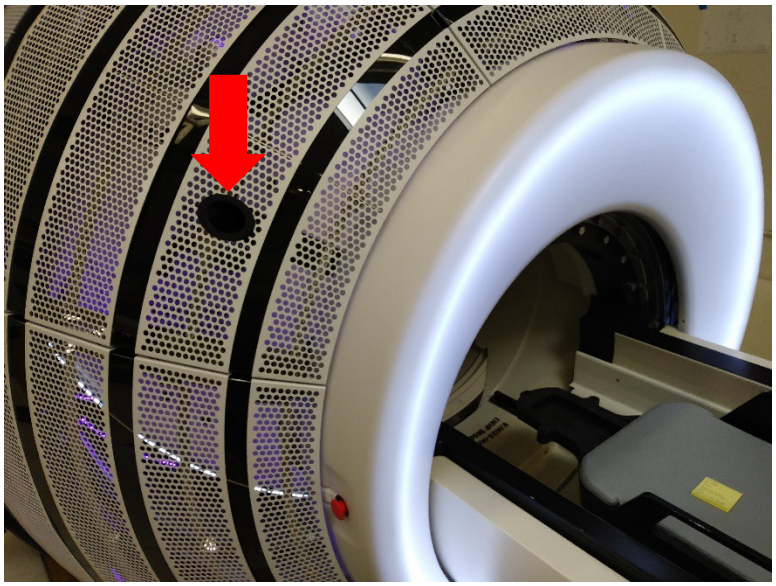

Figura 3-18 Ubicazione della porta per il passaggio dei cavi nel sistema Zap-X.
7. Far passare con cura la camera a ioni nel macchinario attraverso il foro di accesso dei cavi accanto allo sportello, accertandosi di lasciare una lunghezza di cavo sufficiente a garantire il corretto funzionamento (vedi Figura 3-18).
5. Far passare con cura i cavi necessari attraverso le relative porte sul sistema (vedi Figura 3-18).
15. Inserire il numero di unità monitor (MU) desiderato nella casella **Requested MU** (Unità monitor richiesta).